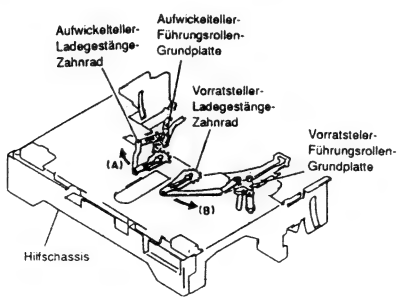

Abb. 2-57
1) Das Aufwickelteller-Ladegestänge-Zahnrad um 180° in Richtung des Pfeiles (A) drehen (siehe Abb. 2-57).
1) Das Vorratsteller-Ladegestänge-Zahnrad um 180° in Richtung des Pfeiles (B) drehen (siehe Abb. 2-57).
1) Die Aufwickelteller-Führungsrollen-Grundplatte entfernen (siehe Abb. 2-57, 2-58).
1) Die Vorratsteller-Führungsrollen-Grundplatte entfernen (siehe Abb. 2-57, 2-58).